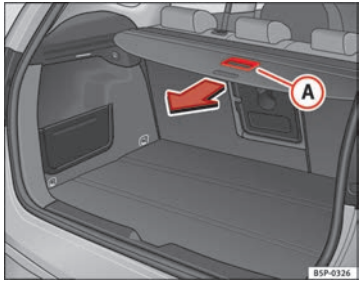

Fig. 121 Azionamento pianale portaoggetti
– Tirare indietro il pianale con il tirante (A) fino a percepire un "clic" ⇒ fig. 121. ▶